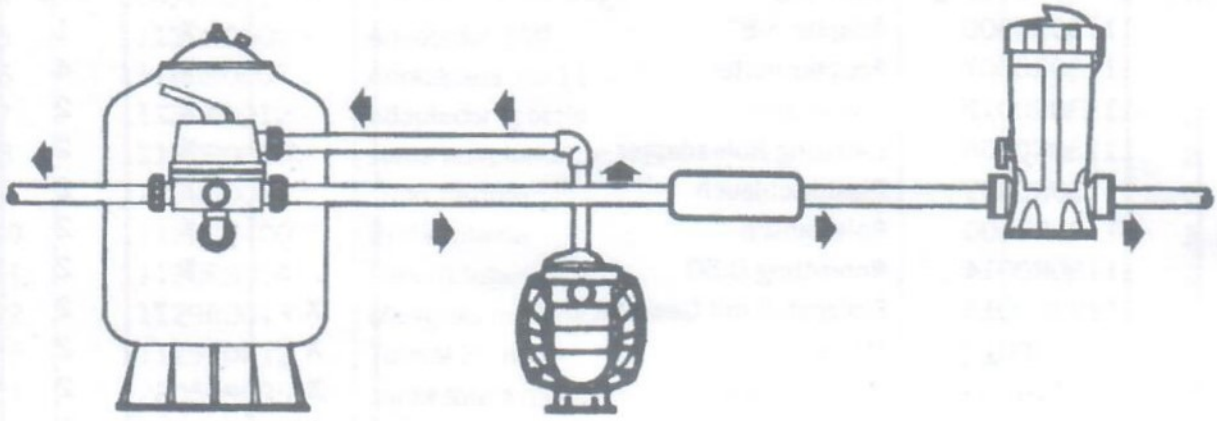

Fig. 1
1. Den Chlordosierer hinter dem Heizsystem (Wärmetauscher o.ä.) anbringen. Sollte kein Heizsystem vorhanden sein, den Chlordosierer hinter dem Filtergërat anbringen (Fig. 1). **Nich in Kupferleitungen installieren.**